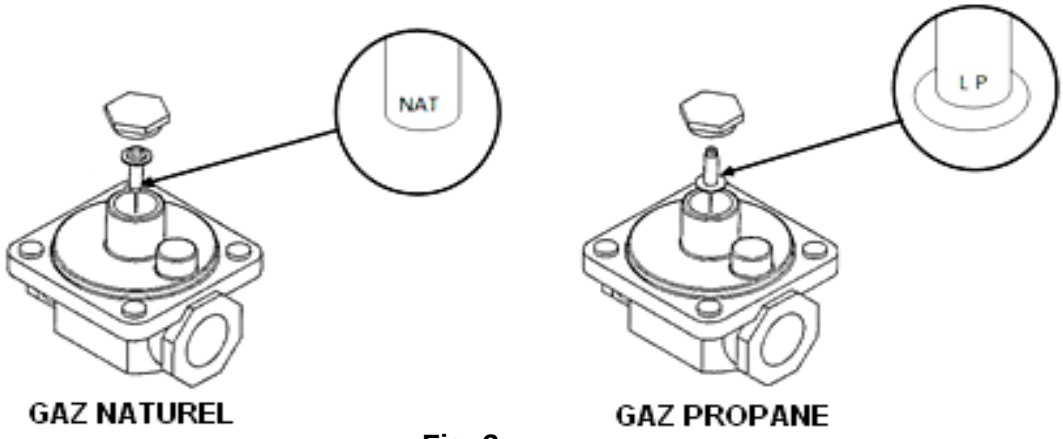

Fig. 3
2. Placez le régulateur à 25 cm CE en retournant le tampon de ressort du régulateur. Voir Fig. 3.